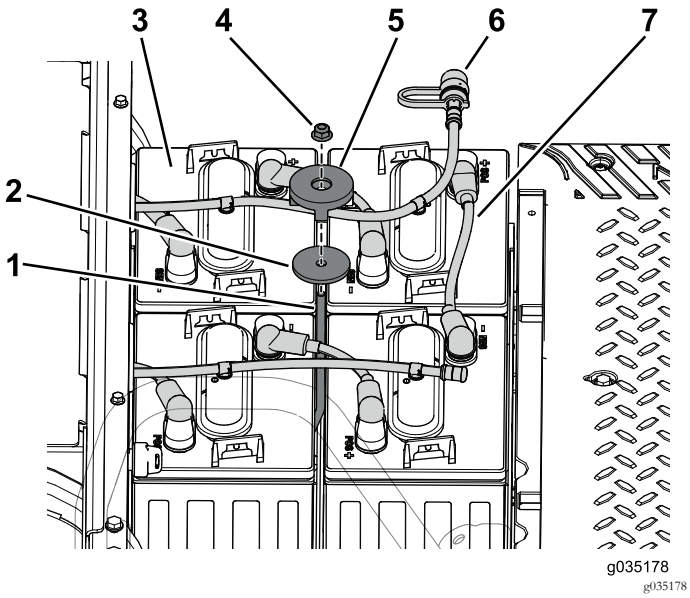

Figure 97
1. Installez les 4 batteries dans le support de batterie avant (Figure 97).
2. Utilisez la tige de maintien, la rondelle, le dispositif de maintien et le contre-écrou qui fixent les batteries à leur support (Figure 97).
3. Branchez les câbles de batteries à la borne positive (+) des batteries (Figure 97).
6. Montez le tuyau d'arrosage sur les batteries (Figure 97).